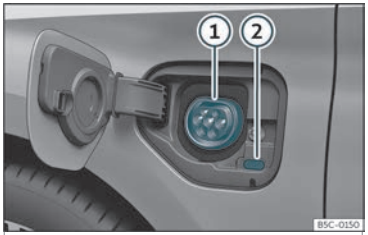

Abb. 189 Hinter der Batterieladeklappe vorn links: Ladedose
›› **Abb. 189**
- Drücken Sie bei entriegeltem Fahrzeug auf die Batterieladeklappe, um diese zu öffnen ›› **Abb. 189**.